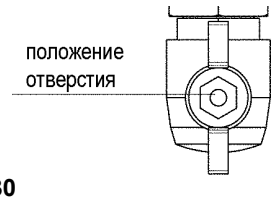

Рис. 30
- откройте газовый кран, чтобы подать топливо (рис. 30), повернув его против часовой стрелки;